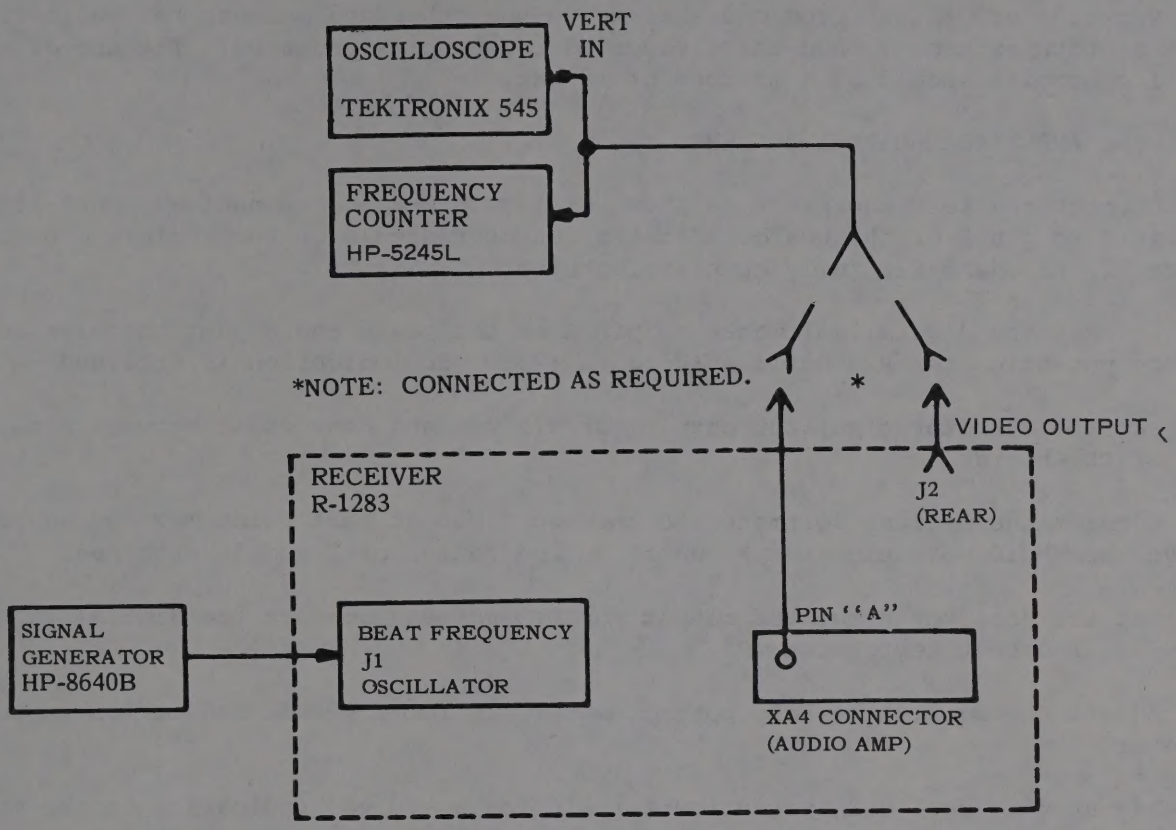

Figure 5-7. Beat Frequency Oscillator Alignment Procedure, Test Equipment Setup
a. Connect the test equipment as shown in figure 5-7.